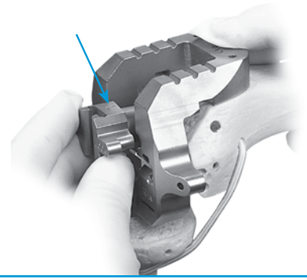

Fig. 115
- Insert the stem/bushing assembly into the RH Knee Notch/Chamfer Guide, ensuring that the proper "R" or "L" (right or left) designation is showing anteriorly (Fig. 115).